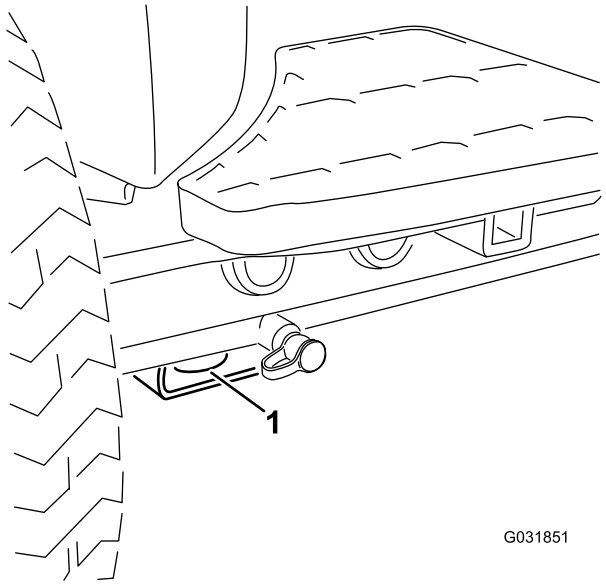

Figur 22
- **Foran på maskinen** – hullet i den rektangulære platen, under akselrøret, innenfor hvert forhjul (Figur 22).